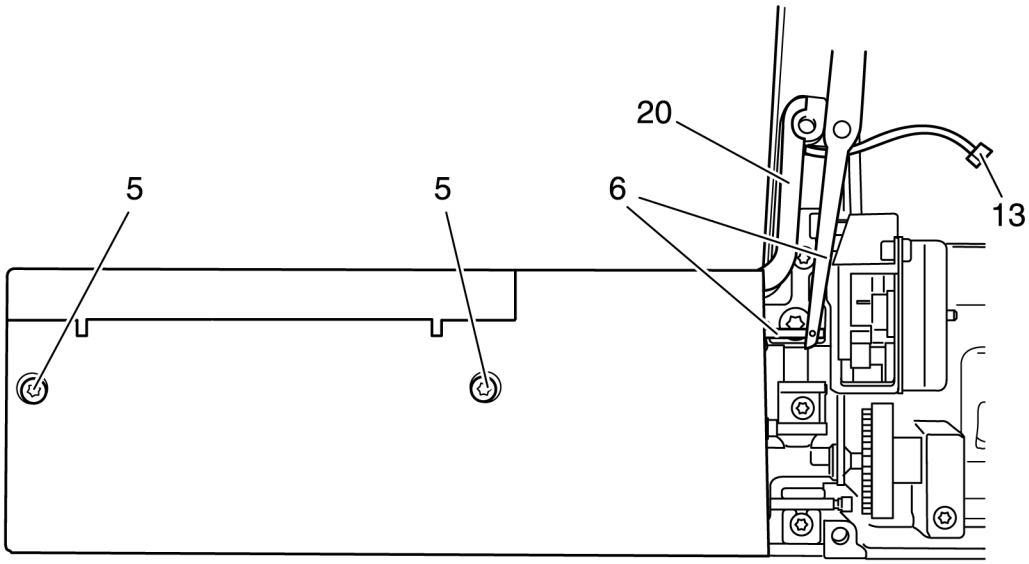

Рис. 112
- Выверните оба винта 5 крышки рукавной платформы (рис. 112).
- С помощью малой отвертки расцепите обе детали механизма переключения 6 (рис. 112).
- Установите на место новую крышку рукавной платформы с нитенаблюдателем и закрепите ее обоими крепежными винтами 5 (рис. 112).
- Сцепите друг с другом обе детали механизма переключения 6 (рис. 112).